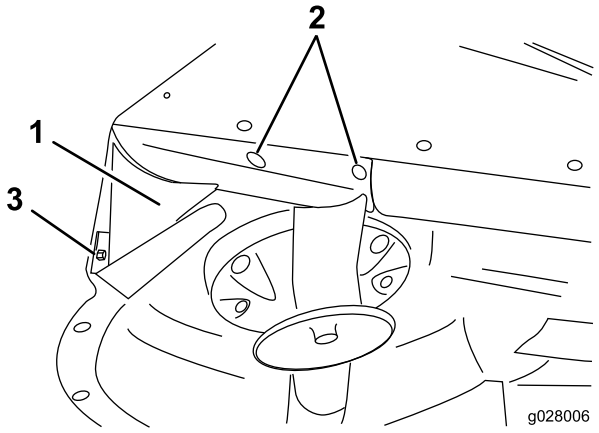

**Figure 9**
7. Alignez le déflecteur arrière sur le coin de l'ouverture d'éjection (Figure 9).
11. En vous servant du rebord arrière comme gabarit, repérez et percez 2 trous (9/32 po de diamètre) au centre du bord courbe du plateau (Figure 9).